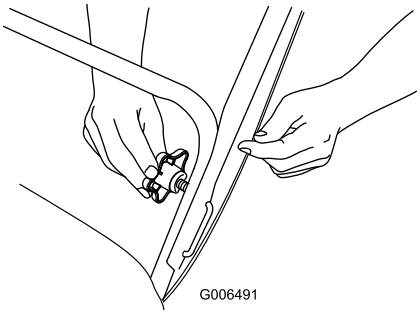

Рисунок 5
2. Вставьте конец фиксатора "П"-образной рукоятки в открытое отверстие рукоятки, и надежно затяните головки рукоятки (Рисунок 5).